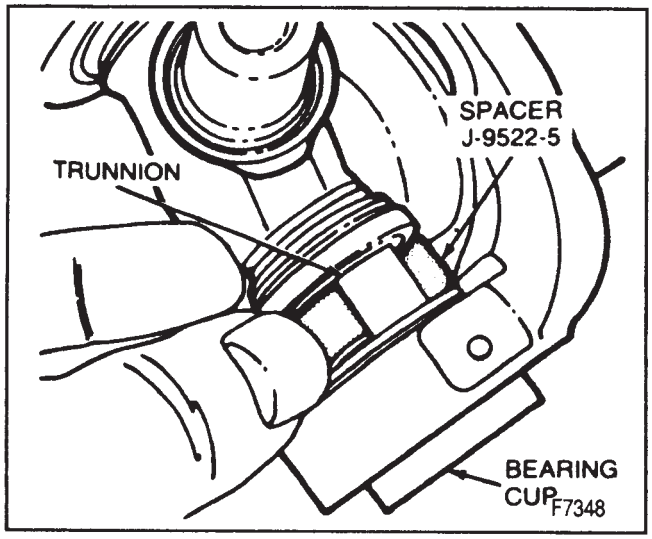

Figure 9—Using Available Spacer
1. One bearing cup part way into one side of the yoke (figure 9).